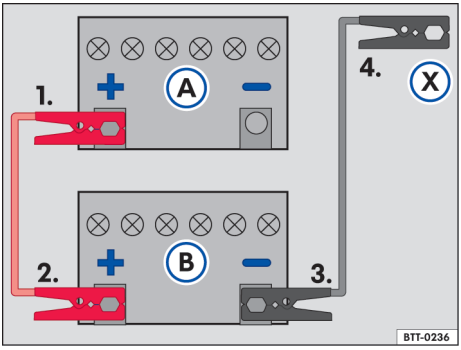

Fig. 119 Esquema para a conexão dos cabos auxiliares de partida: bateria descarregada Ⓐ e bateria fornecedora de corrente Ⓑ.
– Conectar uma extremidade do cabo auxiliar de partida *vermelho* ao polo positivo → Fig. 119 ⊕ do veículo com a bateria do veículo descarregada Ⓐ → ⚠.
– Conectar uma extremidade do cabo de auxílio na partida *preto* ao polo negativo ⊖ da bateria do veículo fornecedora de corrente Ⓑ → Fig. 119.